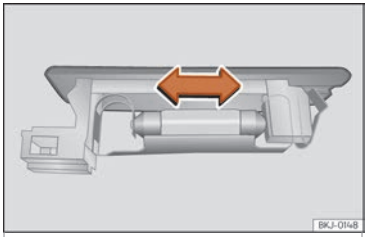

Fig. 113 Luz da bagageira.
– Pressione a lâmpada lateralmente e retire-a do alojamento ››› Fig. 113.